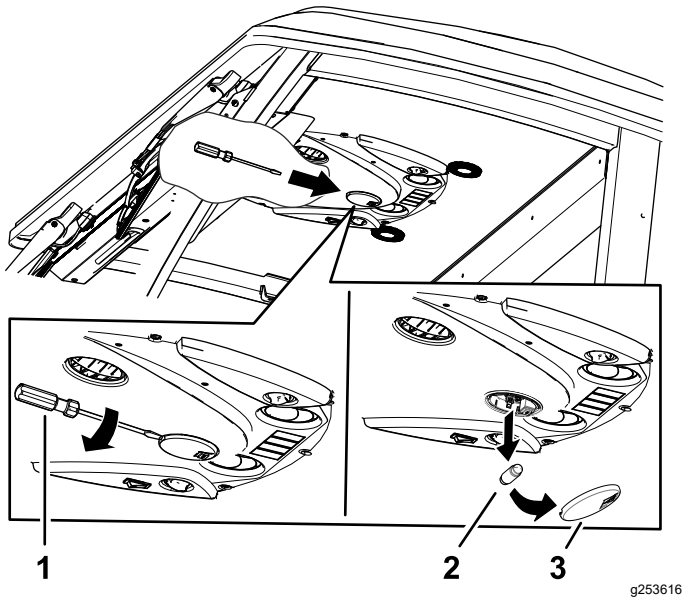

**Figuur 85**
1. Verwijder de lens van het lampje met een schroevendraaier uit het bedieningspaneel (Figuur 85).
2. Verwijder de lamp uit de voet (Figuur 85).